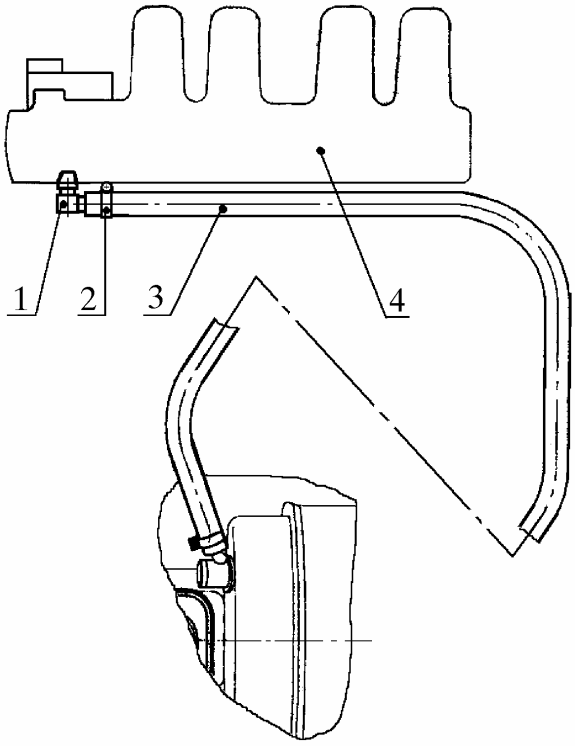

Рис. 25. Отсоединение шланга гидропривода тормозов:
4.23. **Отсоединить шланг 3** (рис. 25) **усилителя тормозов** от штуцера 1, ослабив крепление хомута 2